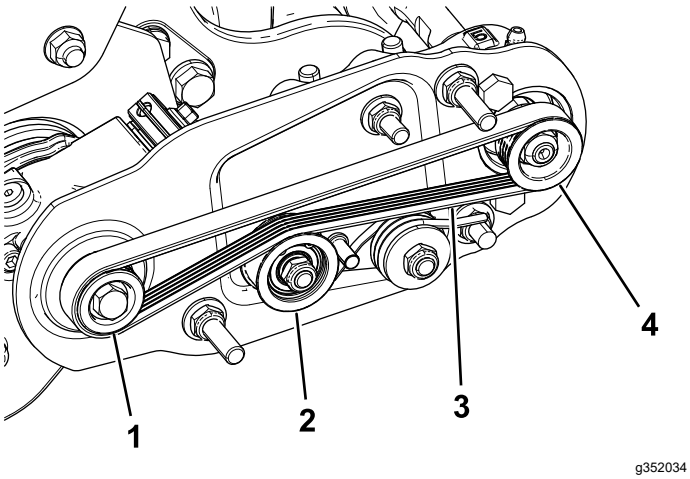

Figur 16
- Dra remmen runt **driv**skivan och sedan över mellanremskivan (Figur 16).